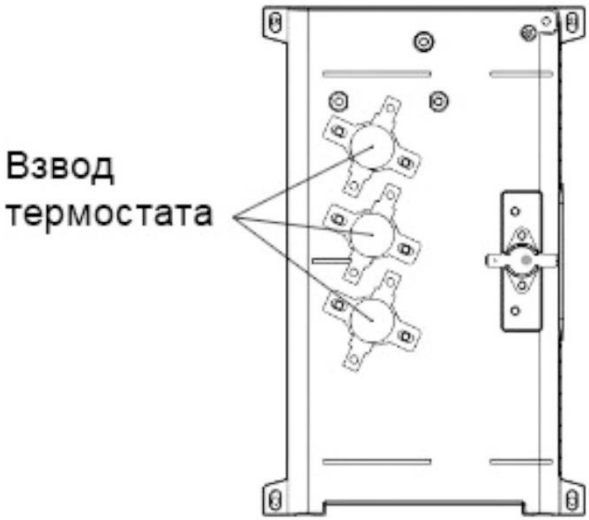

Рис. 18. Ручное восстановление термостатов
- Поочередно нажмите кнопки взвода в центре термостатов (см. Рис. 18), пока один из них не издаст щелчок.